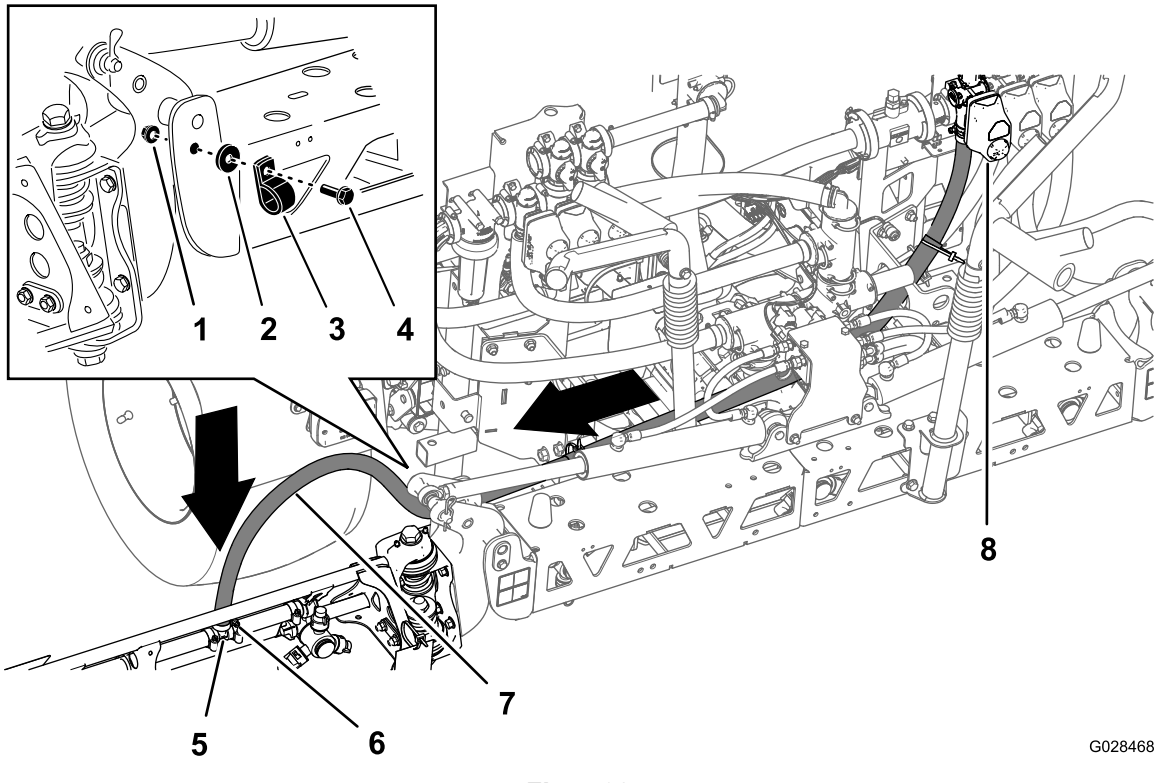
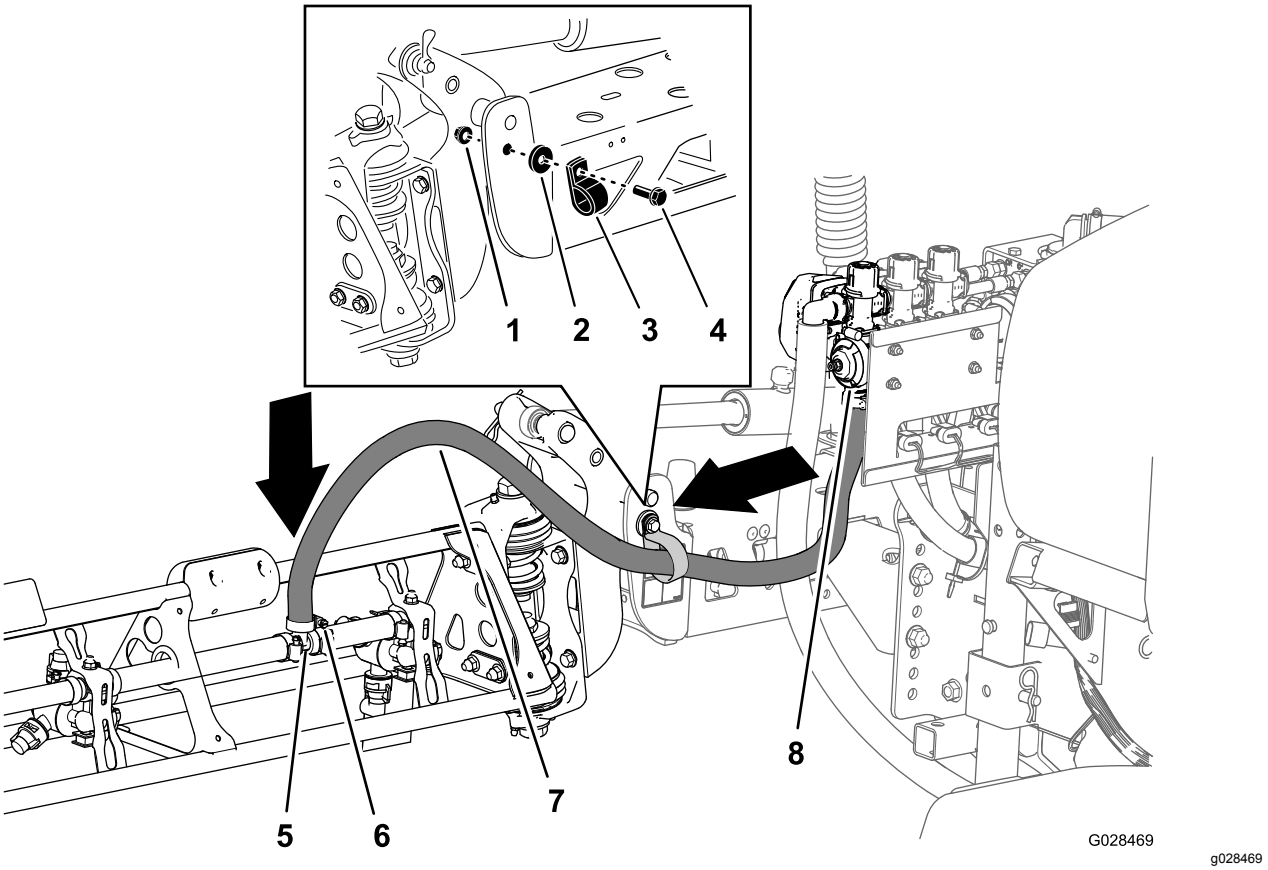

**Figur 32**
**Figur 33**
1. Trekk bomseksjonsslangene som vist i Figur 32 og Figur 33.
2. Fest bomslangene til fremsiden av den midtre bomseksjonen (Figur 32 og Figur 33) med en R-klemme, en ansatsbolt (5/16 x 1 tomme), en låsemutter (5/16 tomme) og en skive (5/16 tomme).
3. Monter bomseksjonsslangen over T-anordningen med mothaker på bomseksjonen, og fest slangen med en slangeklemme (Figur 32 og Figur 33).